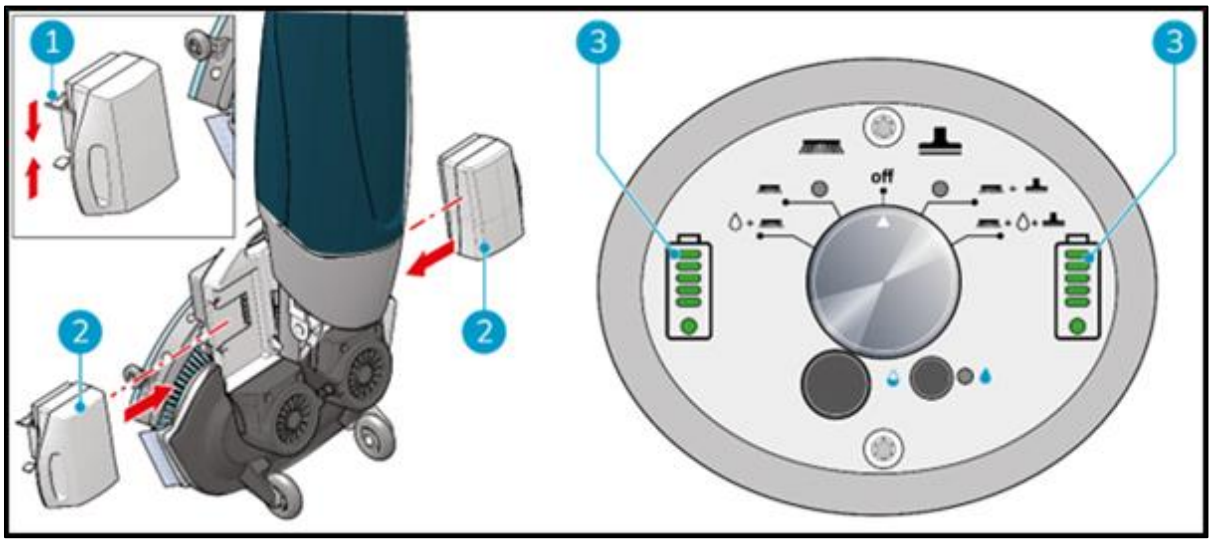

Abbildung 14
1. Schieben Sie die blau codierte Batterie (Abbildung 14, Pos. 2) in den blauen Batterieschacht. Ein Klicken zeigt an, dass die Batterie eingerastet ist (Abbildung 14, Pos. 1).
3. Während des Betriebs zeigen die Batterieanzeigen (Abbildung 14,, Pos. 3) auf dem Bedienfeld an, wie viel Energie noch vorhanden ist.